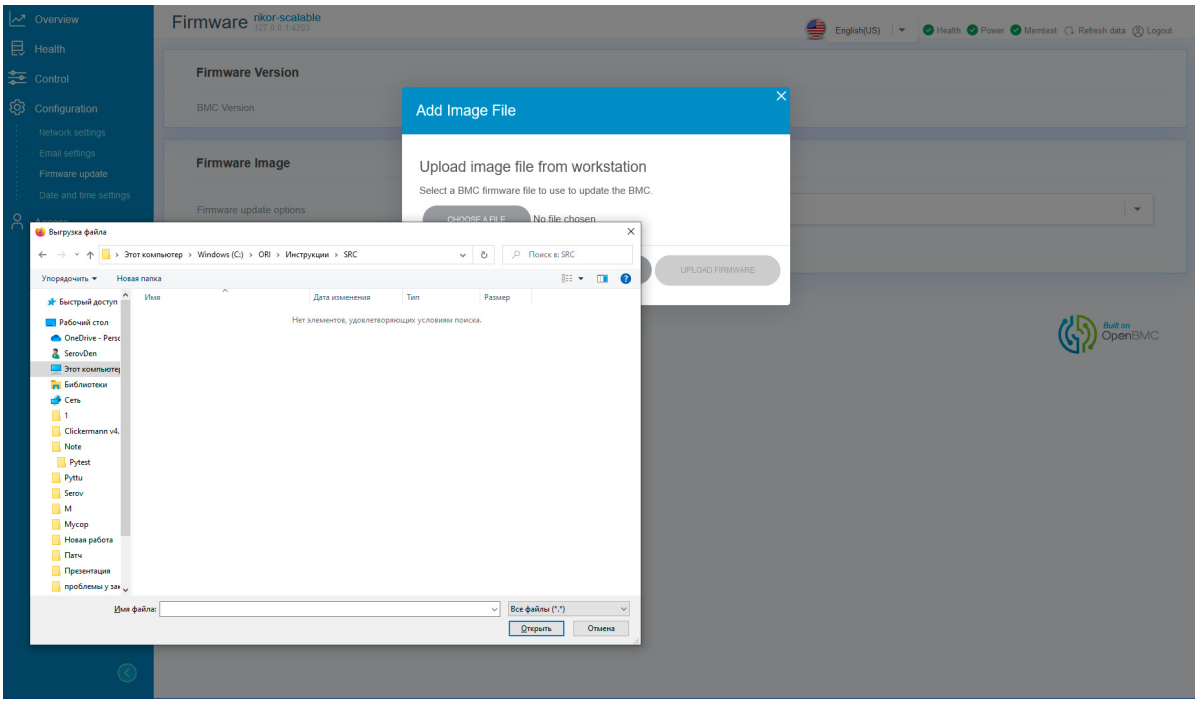

Рис. 90. Выбор директории с новой версией BMC
4) В нужной вам директории выберите файл с новой версией обновления BMC. Окно показано на рис. 90 Выбор директории с новой версией BMC